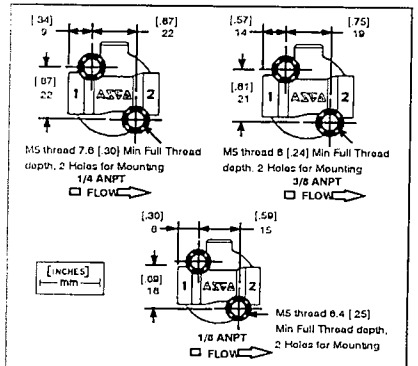

Figure 1. Mounting Dimensions
NOTE: Inlet port will either be marked "1" or "IN". Outlet port will be marked "2" or "OUT". (See Figure 1)
Two (2) M5 threaded holes are provided in the valve body for mounting. (See Figure 1)